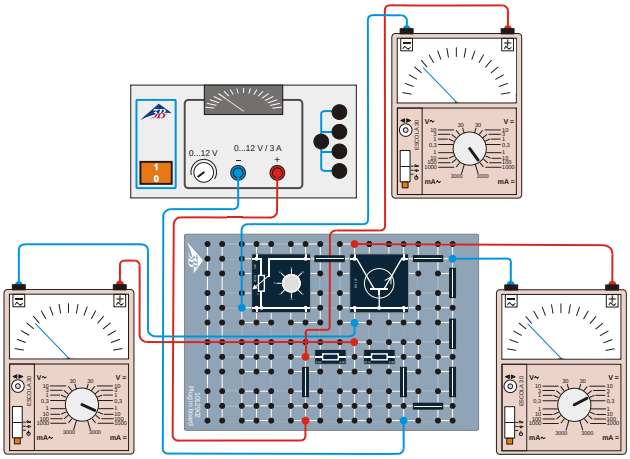

Fig. 5: Schaltskizze zur Aufnahme der Ausgangskennlinie.
- Schaltung gemäß Fig. 5 aufbauen. Potentiometer 1 kΩ durch den Widerstand 47 kΩ ersetzen. Zusätzlich Potentiometer 220 Ω vor den Kollektor einstecken. Die drei angeschlossenen Analog-Multimeter dienen der Kontrolle der Basisstromstärke I_B sowie der Messung der Kollektor-Emitter-Spannung U_{CE} und der Kollektorstromstärke I_C.